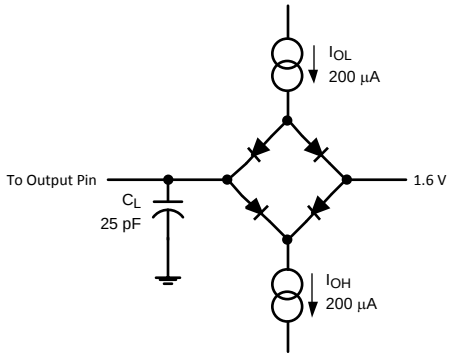

Figure 1. Timing Test Circuit
(1) Data sheet min/max specification limits are guaranteed by design, test, or statistical analysis.
(2) Measured with the timing test circuit shown in Figure 1 and defined as the time taken by the output signal to cross 1.0V.
(3) Measured with the timing test circuit shown in Figure 1 and defined as the time taken by the output signal to cross 1.0V or 2.0V.
(4) t_{DIS} is derived from the time taken by the outputs to change by 0.5V with the timing test circuit shown in Figure 1. The measured number is then adjusted to remove the effects of charging or discharging the output capacitance. This means that t_{DIS} is the true bus relinquish time, independent of the bus loading.